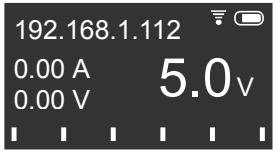
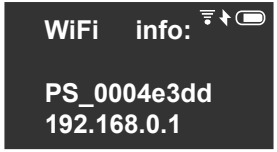

figure 5.6
figure 5.8
Immediately after a successful connection to a Wi-Fi network, the device will display the received IP address on the screen ***(Figure 5.6)***.
- Find the network generated by the power supply unit ***(Figure 5.8)*** in the list of WI-FI networks on your device *(PC, phone, tablet, etc.)* and connect to it the way you connect to an ordinary WI-FI network.
- You can find out the IP address of the device in the configuration mode, by selecting Wi-Fi info from the menu ***(Figure 5.8)***. The PSU also displays it on the screen after a successful connection ***(Figure 5.6)***.